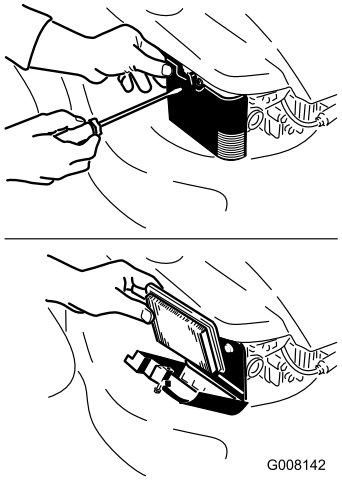

Figur 25
2. Öppna luftfilterskyddet och ta bort det gamla luftfiltret (Figur 25).